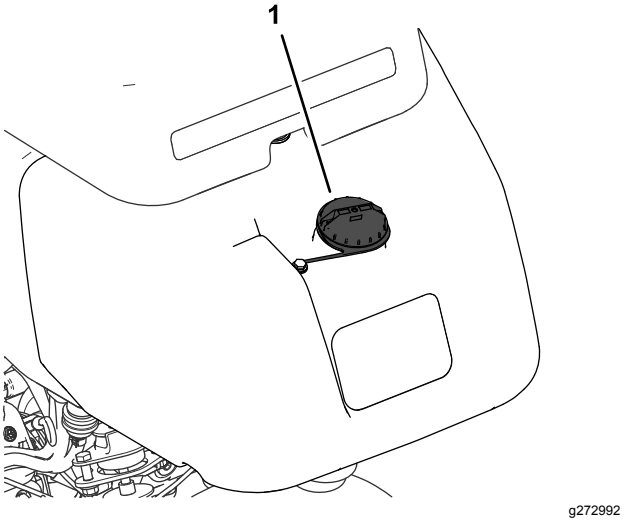

Figuur 24
1. Reinig de omgeving van de dop van de brandstoftank en verwijder de dop (Figuur 24).